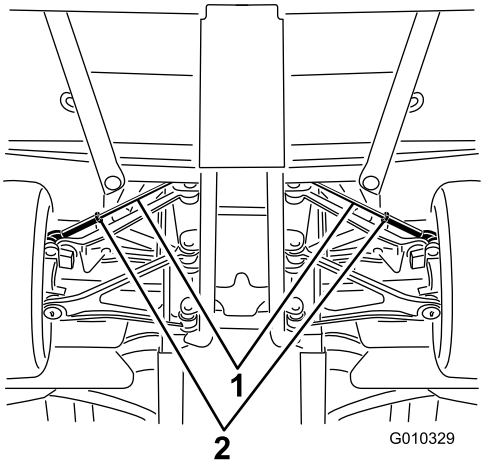

**Figur 55**
A. Løsn kontramøtrikken midt på forbindelsesstangen (Figur 55).